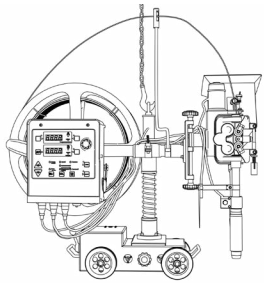

Рис. 8.11. Схема строповки сварочного трактора.
• Для транспортировки трактора предусмотрено строповочное кольцо (см. рис. 8.11).